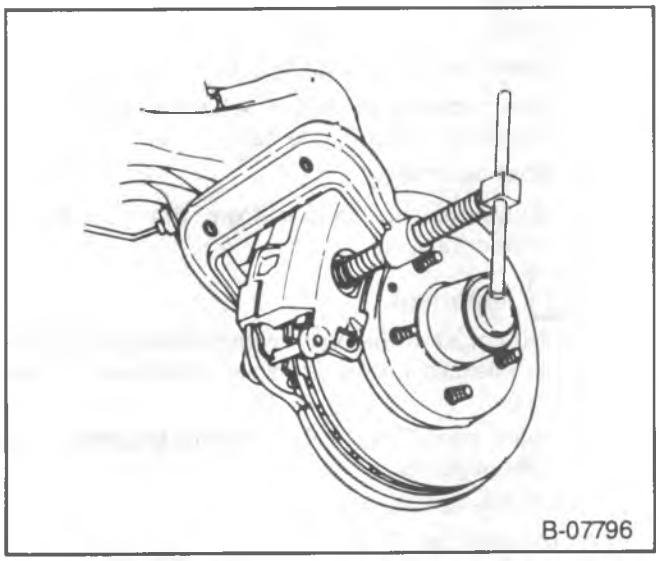

Figure 4—Compressing the Caliper Piston
- Position a C-clamp around the outer pad and caliper and tighten until the caliper piston bottoms in its bore (figure 4).